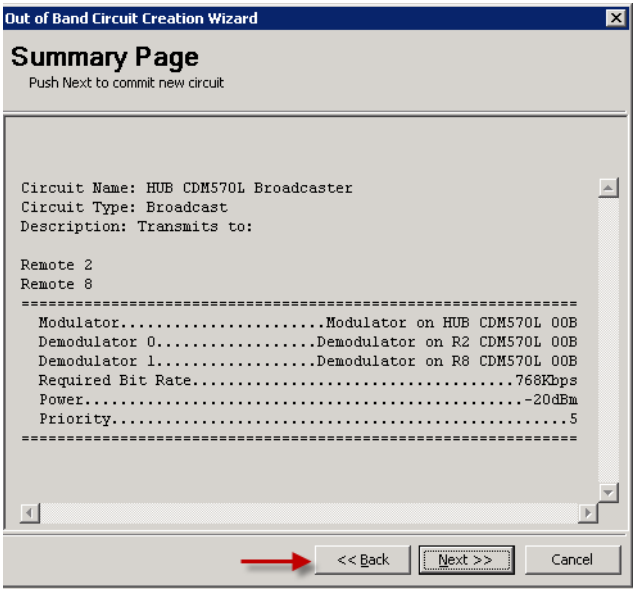

Figure 7-21 Summary Page, Half Duplex Broadcast
15. Click on the **Next** button (becomes active when configuration parameters have been set) to proceed to the wizard **Summary Page** (figure 7-21).